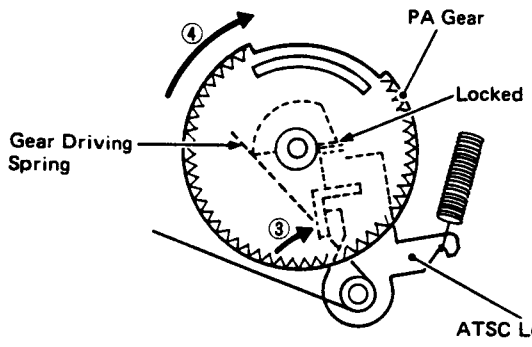

Fig. 13
(9) In ejected state, PA gear remains locked by ATSC lock arm, as shown in Fig. 13. The force along arrow ③ caused by the operation of above step (8), releases the lock if PA gear, whereupon the PA gear is made to rotate slightly along arrow ④ by the gear driving spring. As a result, the PA gear engages with sensing cam gear, and proceeds to turn through 1 more rotation. The cam of PA gear then causes the HD drawing arm and key-off lock arm to move along arrow ⑤ . The HD drawing arm pushes against a lever, and a spring attached to the lever causes the head base to shift along arrow ⑥